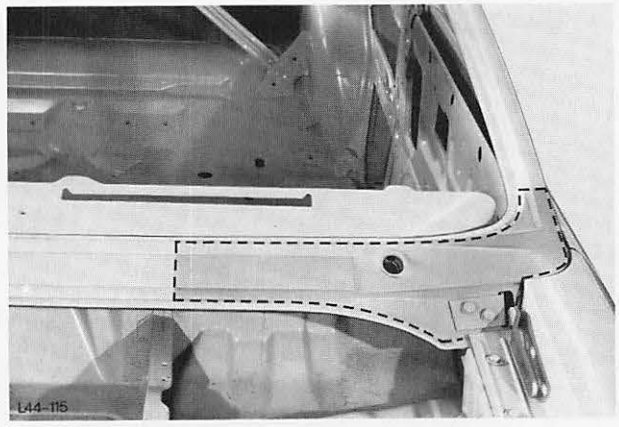

Abb. 115 Trennlinie – Teileinsatz (Windlauf – Oberteil)
1. Beschädigtes Windlauf-Oberteil entsprechend der Beschädigung austrennen, Abb. 115/116.